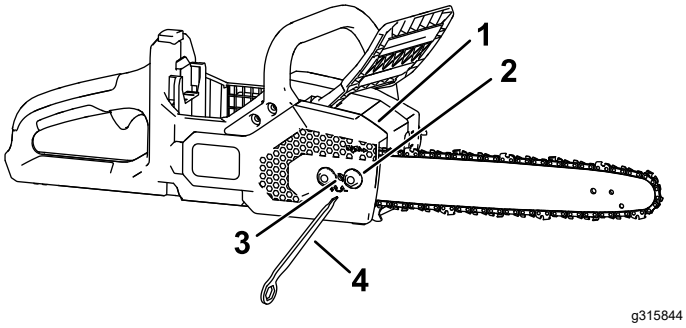

**Rysunek 28**
5. Korzystając z narzędzia uniwersalnego znajdującego się na wyposażeniu piły poluzuj nakrętki uwięzione na osłonie bocznej, ale nie demontuj jej (Rysunek 28)
7. Korzystając z narzędzia uniwersalnego wyreguluj naprężenie łańcucha, a następnie zabezpiecz osłonę boczną na pile łańcuchowej poprzez dokręcenie nakrętek uwięzionych (Rysunek 28).
2. Zdemontuj osłonę boczną – w tym celu poluzuj 2 nakrętki uwięzione mocujące osłonę (Rysunek 28).
3. Poluzuj łańcuch obracając pokrętło naprężania łańcucha w lewo (Rysunek 28).